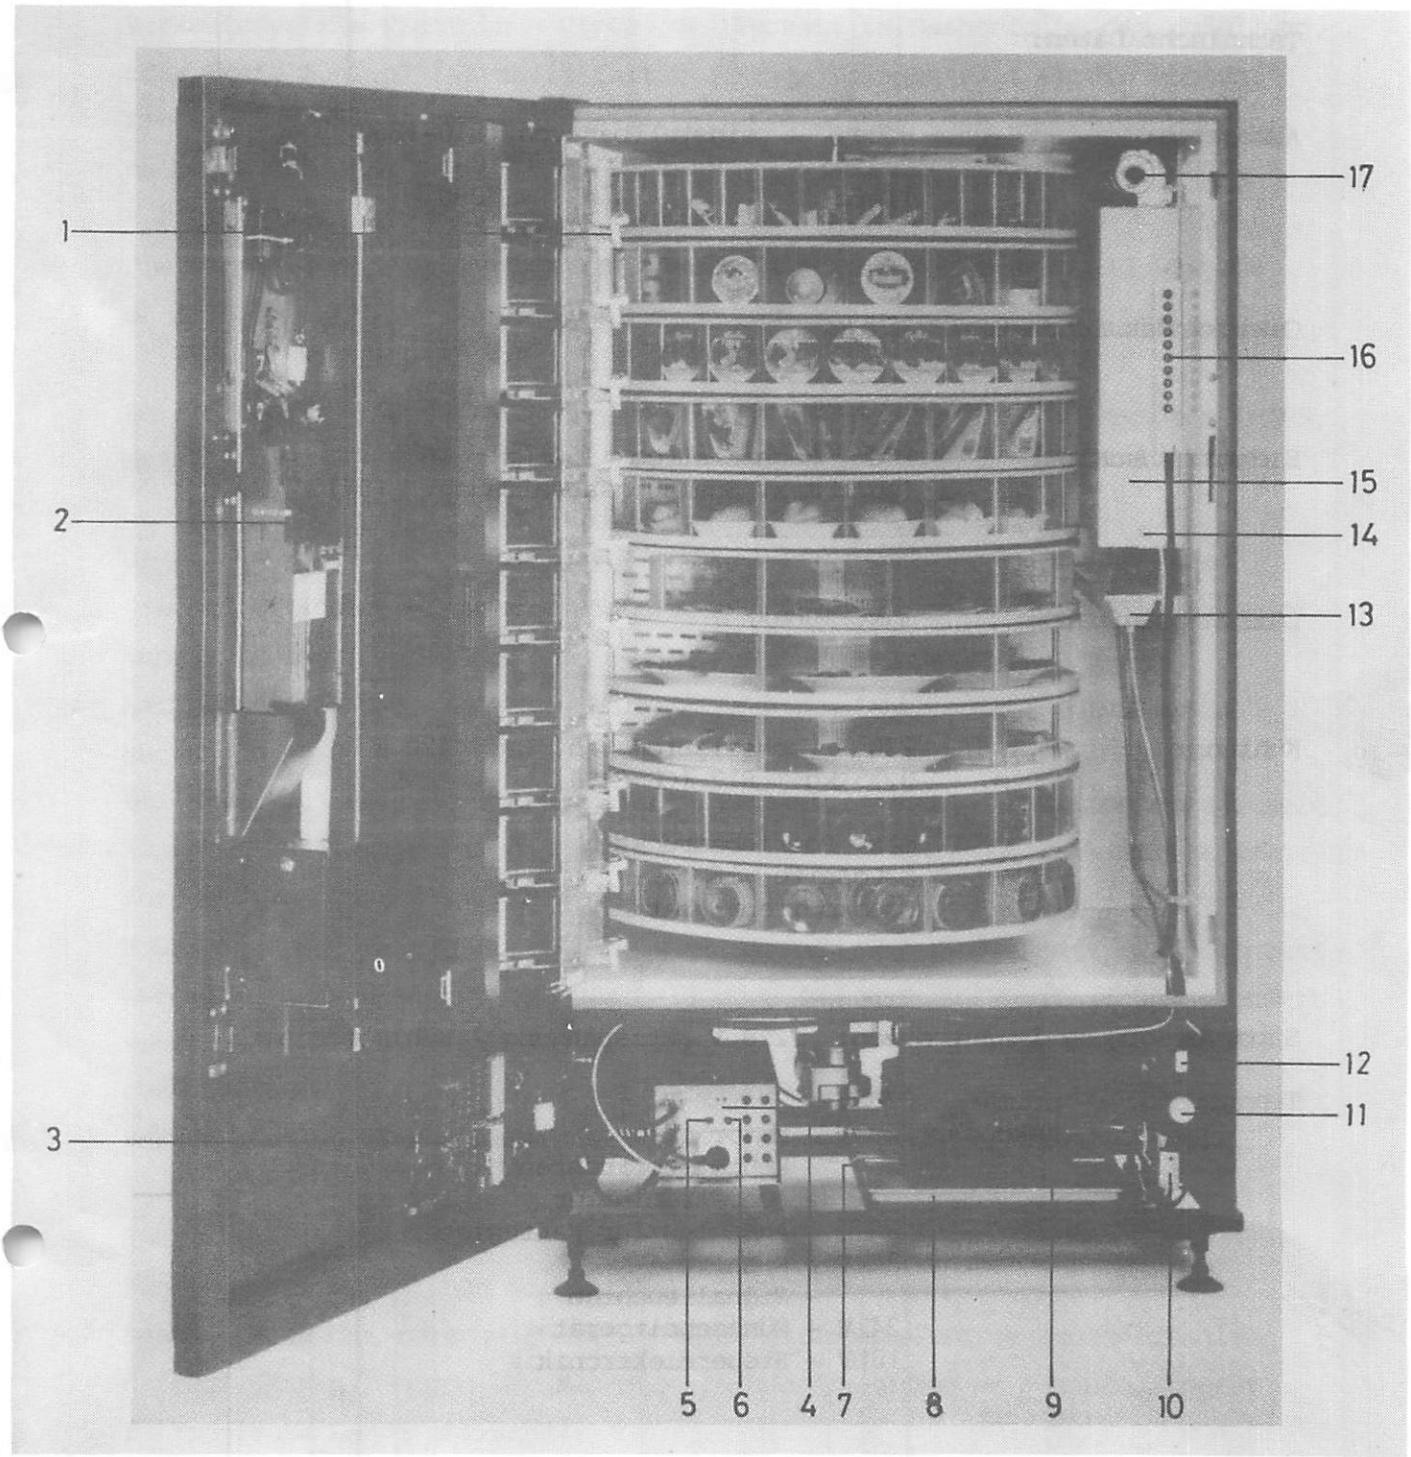

Bild 1
Im Sockel des Gerätes befindet sich das Netzteil mit der zentralen Stromversorgung (Bild 1, Pos. 4).
Durch Betätigen des Kippschalters (Bild 1, Pos. 6) wird die Stromversorgung für die Steuerelektronik eingeschaltet (Motor läuft kurz an).
Die Beleuchtung wird durch den Kippschalter (Bild 1, Pos. 5) eingeschaltet.
Durch Drücken der Fülltaster 1 bis 10 (Bild 1, Pos. 16) müssen nacheinander sämtliche Trommeletagen auf unbeschwerte Gängigkeit geprüft werden.
Die beiden Verkaufssysteme werden an dem Mehrfachschalter (links auf der Steuerelektronik, Bild 1, Pos. 3) programmiert. Der Mehrfachschalter ist von 1-10 nummeriert, wobei der Schalter Nr. 1 die oberste Etage (Nr. 1) programmiert.
1. Fülltaster (Bild 1, Pos. 16) drücken bis Verschlußachse und Trennfuge der Etage erscheinen. Die Verschlußachse geht durch die Bohrung der Zwischenwand und verbindet Boden und Deckel der Etage.
Durch Betätigen der Fülltaster (Bild 1, Pos. 16) kann jede Etage einzeln gedreht werden, so daß die Warenfächer schnell mit Ware bestückt werden können.